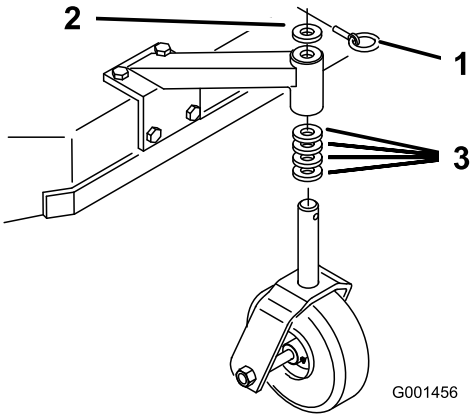

Figur 17
1. Tilpas styrehjulets afstandsbøsninger til det valgte akselmonteringshul (Figur 17) ved hjælp af skemaet over klippehøjder.
2. Fjern låsestiften, skub styrehjulet ud af støtten og udskift afstandsbøsningerne (Figur 17).
3. Placer styrehjulet i støtten, og indsæt låsestiften (Figur 17).